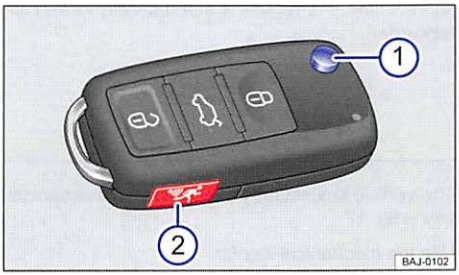

Fig. 16 Remote control vehicle key with panic button.
Pressing button ⇒fig. 16 ① releases the key bit and folds it out.
- Unfold the key bit on the remote control vehicle key ⇒ fig. 16.